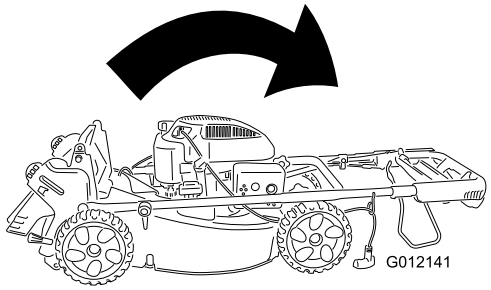

Figuur 27
1. Draai de handgreep naar voren (Figuur 27).